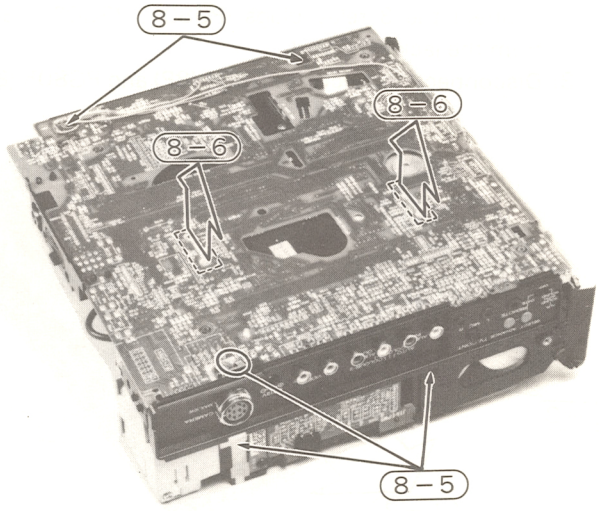

**Fig. 17 Jack PC Board**
**8. Jack PC Board (Fig. 17)**